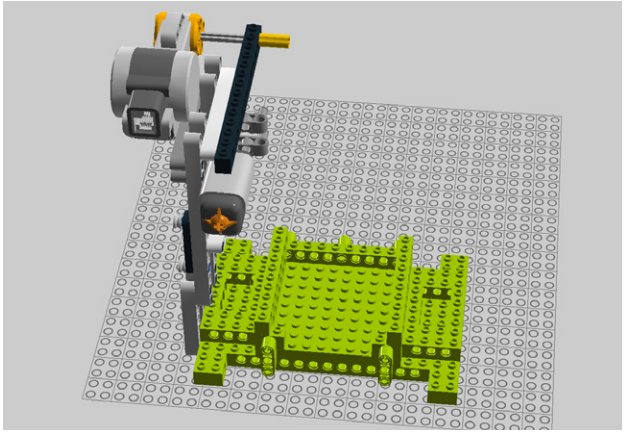

Figure 5-43. *Step 36: Attaching the wall to the base*
36. Connect the left wall to the base (see Figure 5-43).